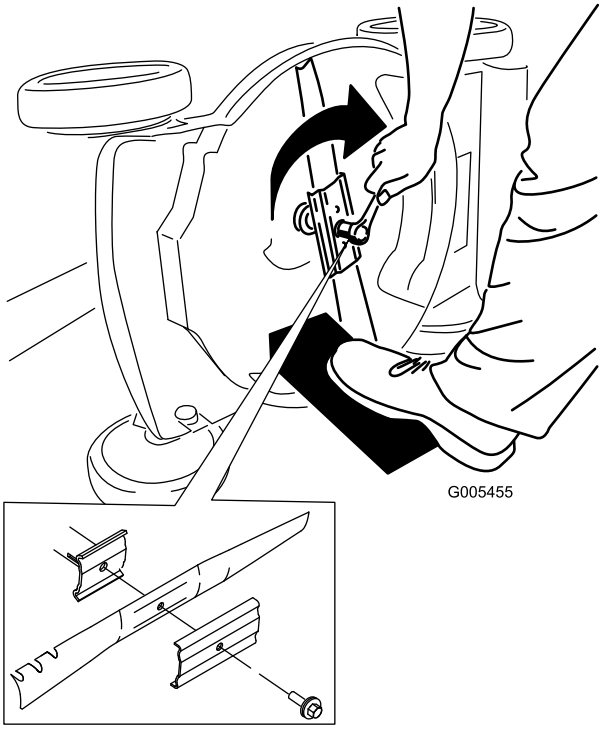

Figur 35
5. Sätt fast den nya kniven och alla monteringsdelar (Figur 35).